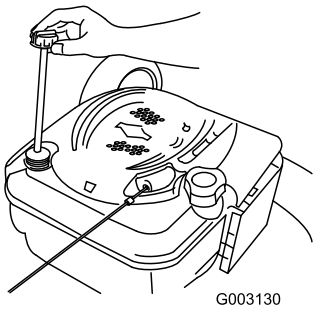

Figuur 36
6. Neem de peilstok uit de vulbuis (Figuur 36).